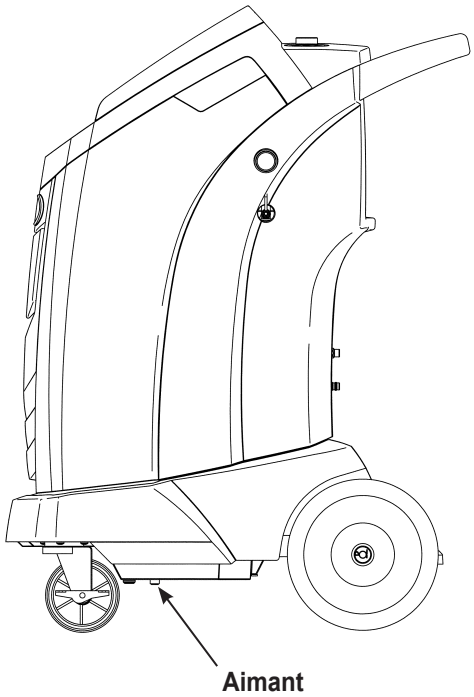

Figure 8
1. Reportez-vous à la Figure 8, et vérifiez que l'aimant en bas de la machine est propre.